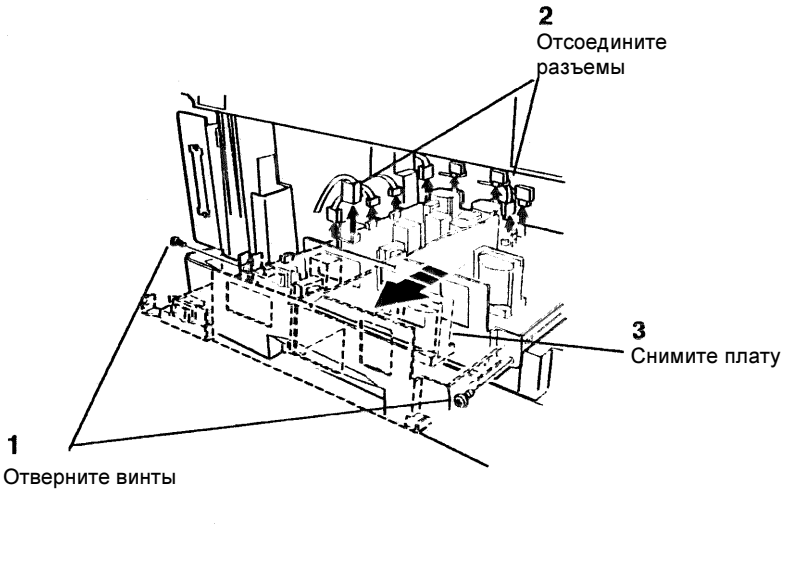

Рисунок 1. Снятие PWB блока питания
6. (Рисунок 1): Снимите PWB блока питания.